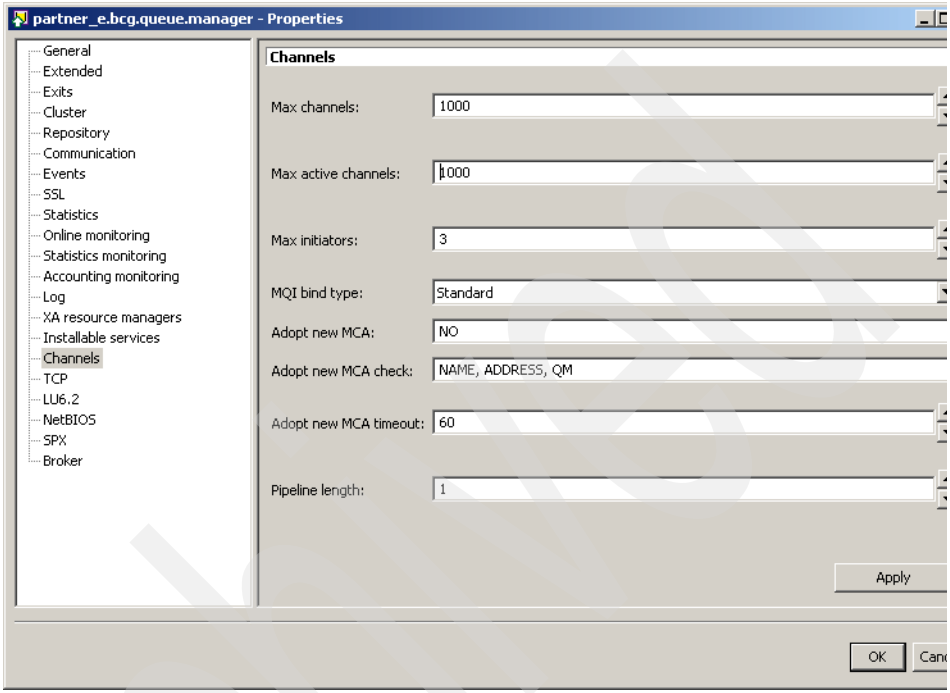

Figure 5-13 Alter channel properties
6. Go back to the WebSphere MQ Explorer and open the properties of the newly created queue manager as shown in Figure 5-13 on page 72.